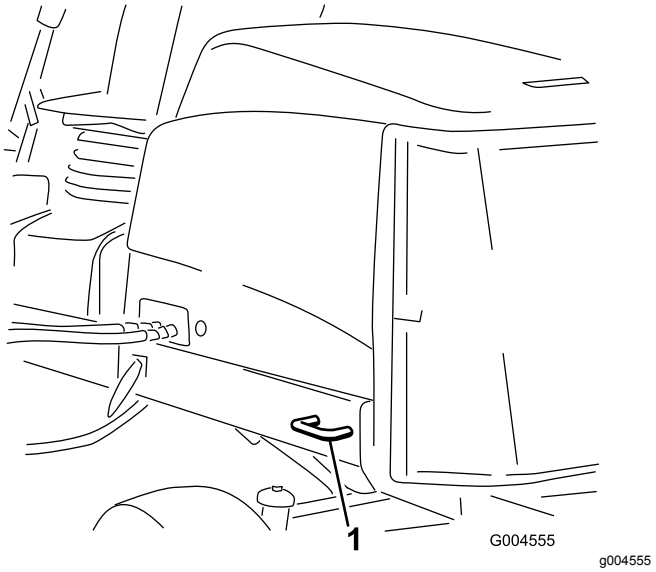

Figure 40
- Arrière – chaque côté de la machine sur le cadre arrière (Figure 40)